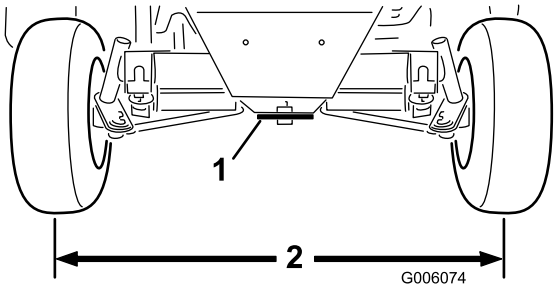

Figur 57
2. Løsne låsemutterne på begge parallellstagene. Juster begge parallellstagene til avstanden fra midten til midten foran og bak på bakhjulene er den samme (Figur 57).